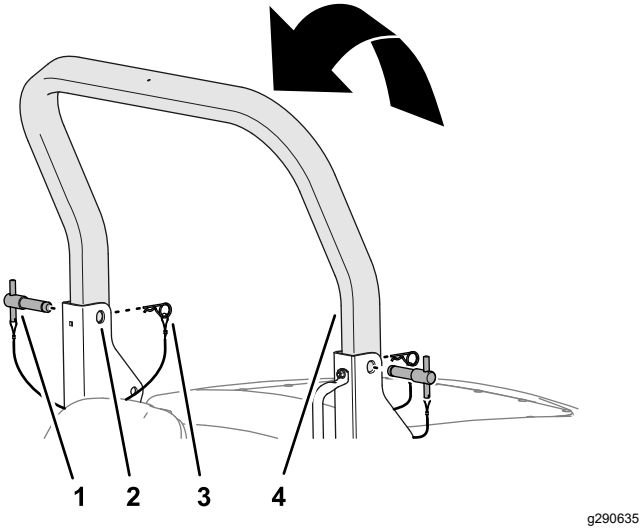

Rysunek 29
3. Podnieś górny pałąk bezpieczeństwa, aż otwory w pałąku znajdą się równo ze wspornikami osi obrotu (Rysunek 29).
4. Wsuń sworznie pałąka bezpieczeństwa przez górne otwory wsporników osi obrotu i górny pałąk bezpieczeństwa (Rysunek 29).
5. Zamocuj sworznie pałąka bezpieczeństwa we wspornikach osi obrotu za pomocą zawleczek (Rysunek 29).